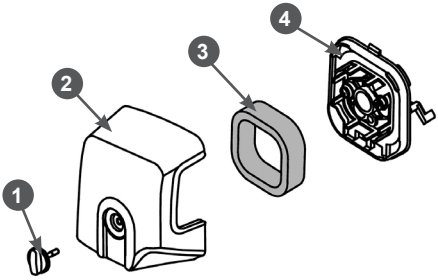

Рис. 23. Обслуживание воздушного фильтра
1. Открутите винт 1 и снимите крышку 2 воздушного фильтра (Рис. 23).
2. Извлеките из корпуса 4 фильтрующий элемент 3 (Рис. 23)